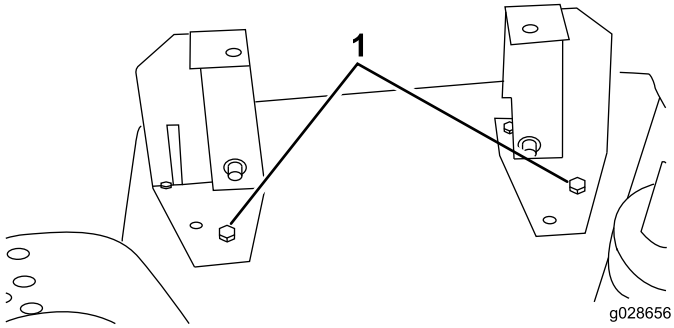

**Figura 12**
4. Utilice los soportes como plantilla y marque la ubicación del tercer orificio de montaje (ubicación trasera izquierda) (Figura 12).
7. Perfore un taladro de 3/8 pulg. de diámetro en cada soporte y sujételo con un tornillo de caperuza (5/16-18 x 3/4 pulg.) y una contratuerca (Figura 12).